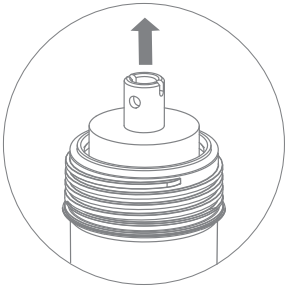
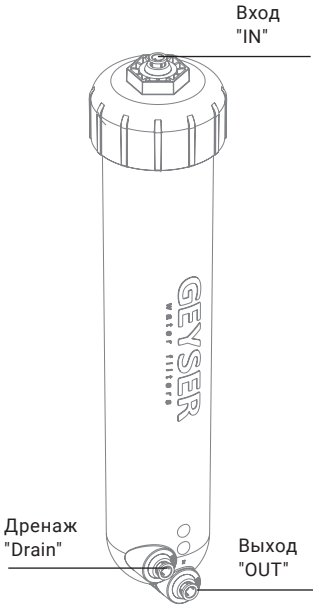

Рис. 26
Рис. 27
4. Открутите крышку корпуса мембраны (рис. 26), извлеките отработанную мембрану (рис. 27).
7. Подключите трубки к корпусу мембраны (см. раздел «Присоединение трубок» (стр. 10)), соблюдая последовательность их подключения к корпусу (вход – «IN» / выход – «OUT»/дренаж – «Drain») (рис. 27). Каждую стопорную клипсу зафиксируйте на цанге, с которой она была снята.